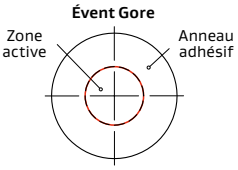

Figure 1 : Zone active d'un évent adhésif
- Éviter tout contact direct avec la zone de ventilation active (fig. 1) ou de l'anneau adhésif